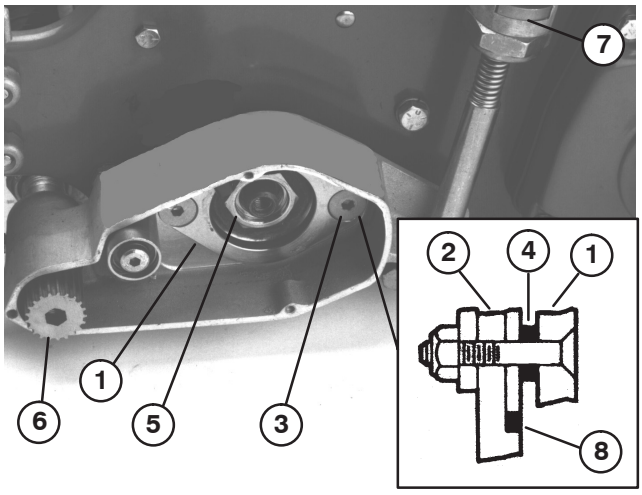

Figure 5
9. Slide one end of the grooming shaft assembly into the the bearing support in the groomer housing assembly (Fig. 5).
13. Remove the reel bearing locknut from the reel shaft (Fig. 5). Secure the reel from turning with a wood block.